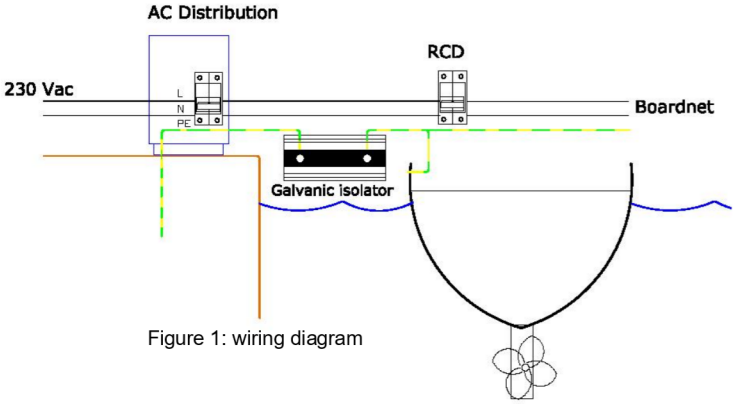

Figure 1: wiring diagram
2.3. Wire the galvanic Isolator into the green (safety) grounding conducting connection as shown in fig. 1.